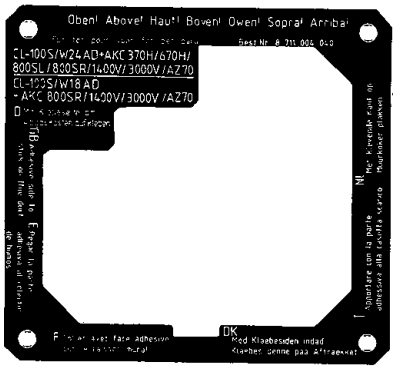

Bild 23
Dichtung auf Abgaskasten (240) gemäß Abbildung und Verwendung einbauen (s. Bild 23 und 24).
Für seitlichen Anschluß CL-100 S/W 18 AD.. Dichtung auf Abgaskasten (240) nach Bild 23, 24 verwenden.